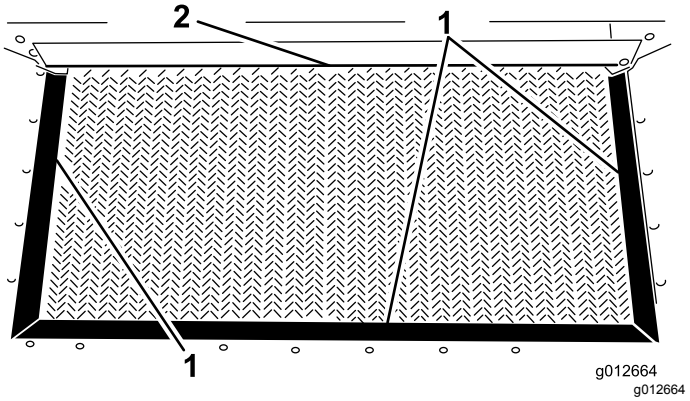

Figur 22
3. Efterse tragtbeholderens forseglinger og portkant for slitage eller beskadigede kanter (Figur 22).